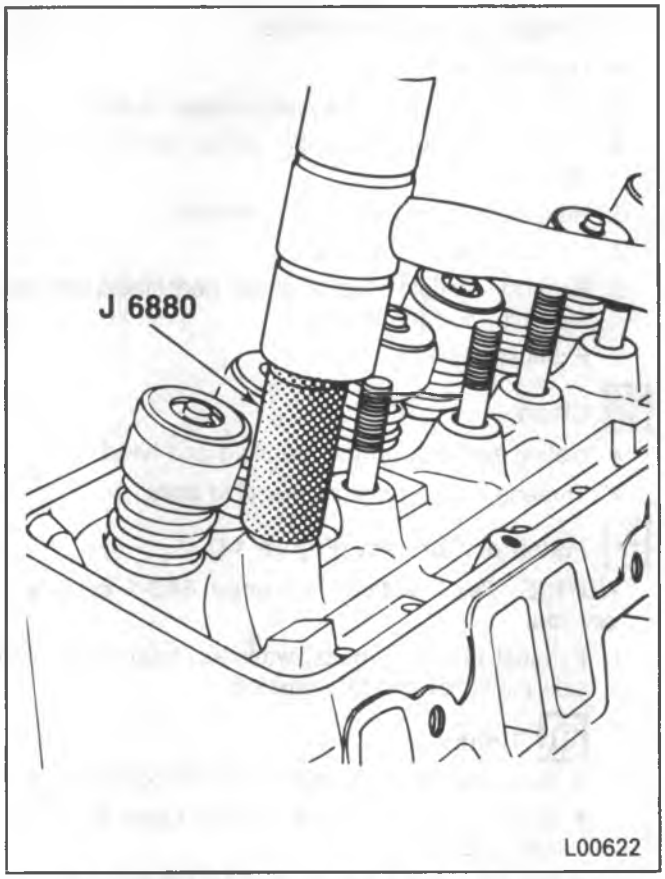

Figure 13 – Installing the Rocker Arm Stud
1. Rocker arm stud. Use J 6880 (figure 13). Stud is installed to proper depth when the tool bottoms on the cylinder head.